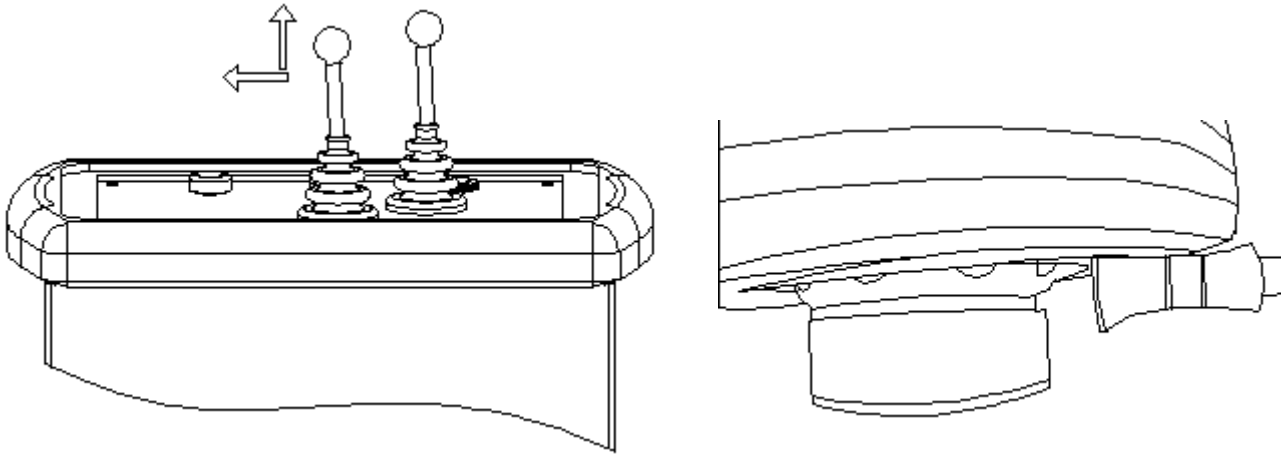

Rys. 4
5. Przesunąć dźwignię sterującą 2 (22) w górę, aby dolna rolka dociskowa 10 dokładnie oparła się o krawędź opony, i zachować bezpieczną odległość 10 mm od obręczy, aby zapobiec jej uszkodzeniu podczas pracy. Przesunąć dźwignię sterującą 2 (22) w lewo, aby uchwyt obrotowy obracał oponę przeciwnie do ruchu wskazówek zegara, i powoli przesuwać dźwignię sterującą 2 (22) w górę, aby zespół rolki powoli się podnosił, aż dolna stopka opony zostanie całkowicie oddzielona od obręczy. (Patrz rys. 4)